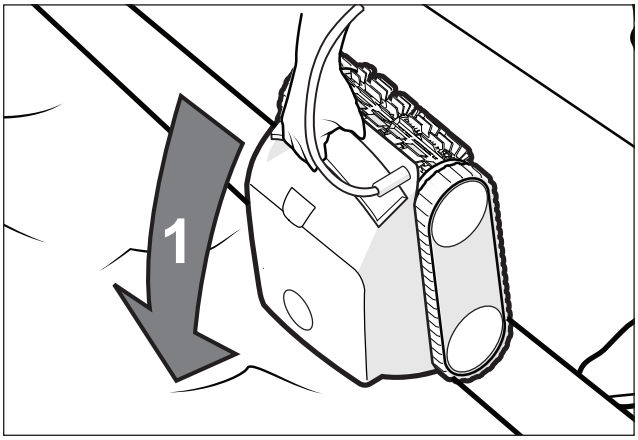

Figura 3. Sumerja el limpiador en posición vertical
2. En el punto medio, sumerja el limpiador en la piscina y sosténgalo en posición vertical para liberar el aire atrapado. (Figura 3).